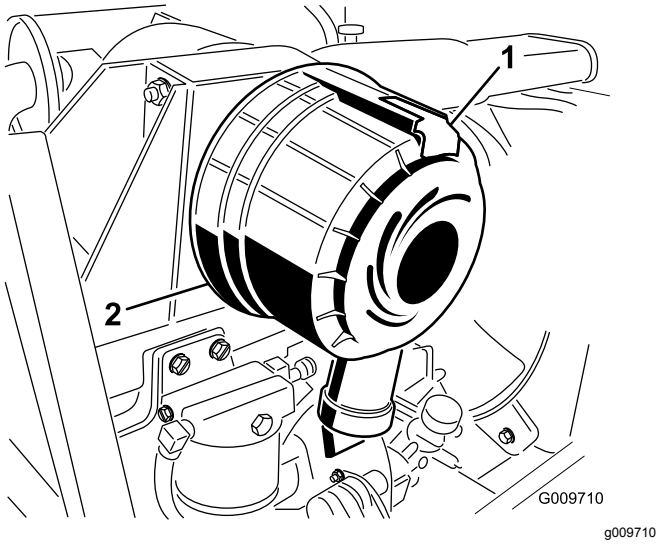

**Figur 50**
1. Dra ut spärren och vrid luftrenarkåpan motsols (Figur 50).